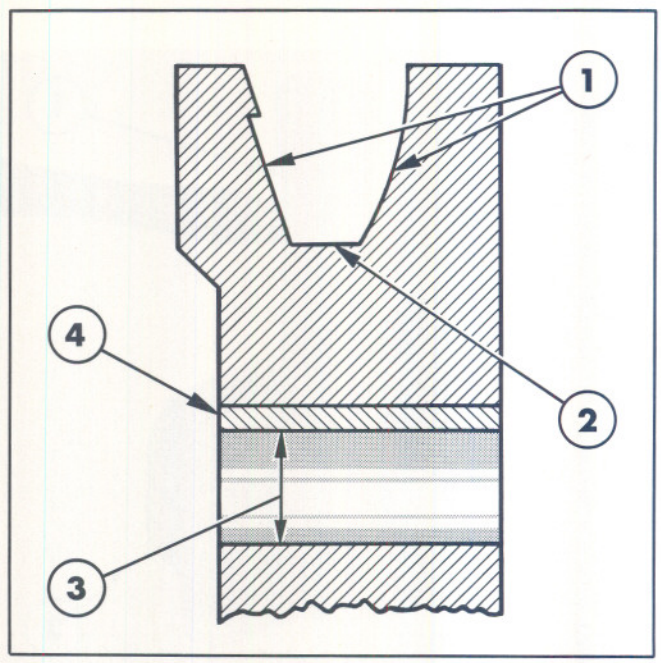

Figure 45
2. Inspect the pulley for possible wear at the points shown in Figure 45.